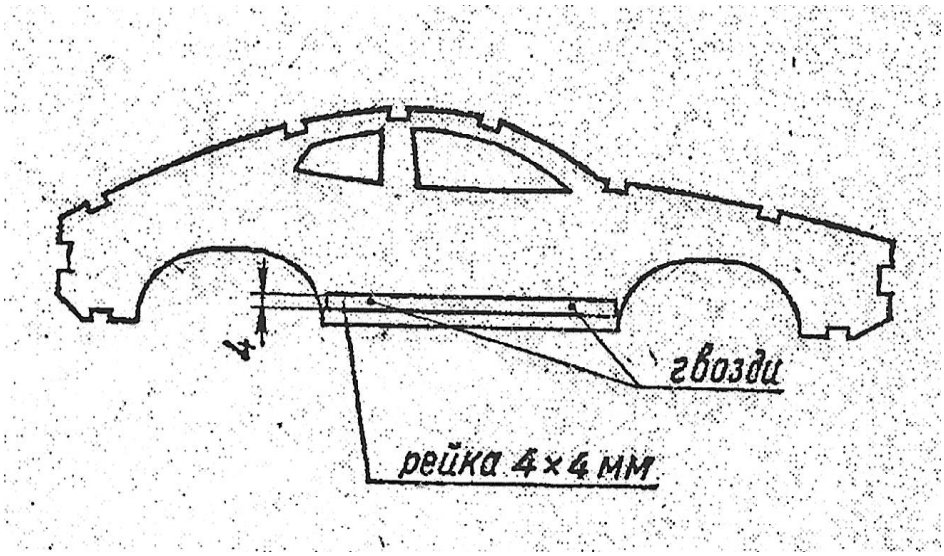

Рис.4
3. Рейки перетином 4Х4 мм прибити до внутрішніх поверхонь боковин кузова так, як показано на рис. 4.